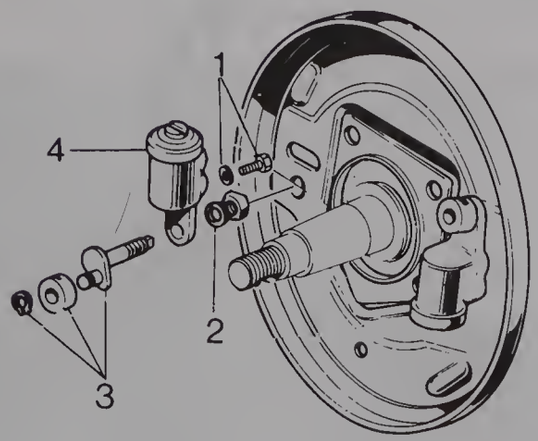

Fig. 9.10 Removing a front brake wheel cylinder (Sec 13)
14 It is wise, at this stage, to examine the adjustment anchor pins for signs of wear and/or damage to the eccentric cam and peg. To do this, remove the locknut and washer from the backing plate and pull the adjustment anchor pin from its location, through the lower wheel cylinder mounting hole and the backing plate (Fig. 9.10). Prise off the circlip and lift off the adjusting spacer. When reassembling the adjustment anchor pin, smear a little high melting point grease to the eccentric cam and peg and the adjusting spacer.
4 Fig. 9.10 shows an exploded view of the wheel cylinder and backplate; refer to this and remove the bolt and washer (2), then remove the nut and washer (3) that retain the adjustment anchor pin. The wheel cylinder can then be lifted out. Repeat this procedure if the other wheel cylinder requires attention.